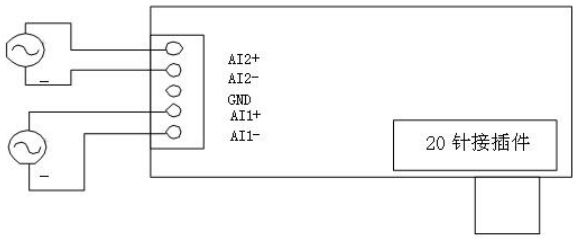

图 9　差分输入接线方法
■ 差分输入方式：输入信号线为 AI1+和 AI1-或 AI2+和 AI2-。(图 9 示出以 AI1 通道和 AI2 通道差分输